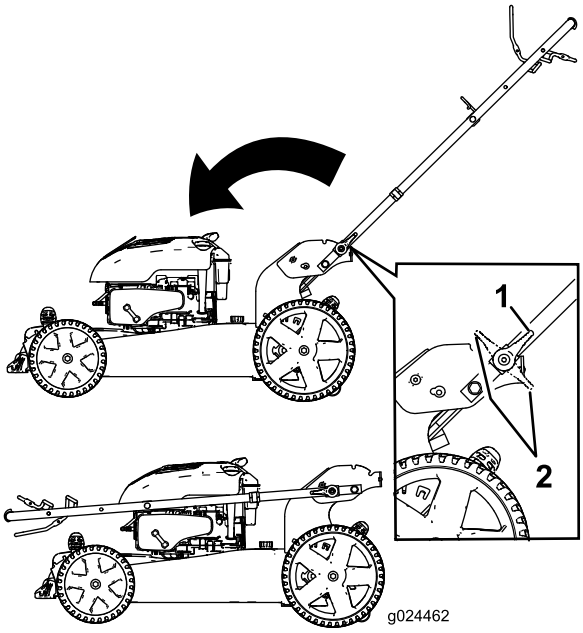

Bild 18
3. Lösen Sie die Holmarretierung (Bild 18).
4. Klappen Sie den Holm ganz nach vorne (Bild 18).